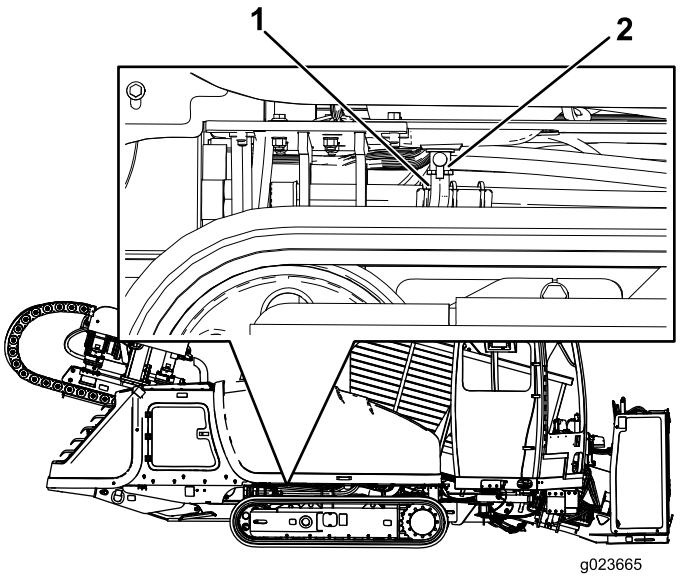

Figure 124
2. Vérifiez que le flexible de vidange (Figure 124) est bien tiré vers le haut et que son extrémité est placée dans un bac de vidange.
3. Ouvrez le robinet de vidange (Figure 124).
5. Refermez le robinet de vidange quand la vidange est terminée (Figure 124).
6. Remettez le flexible de vidange à sa position d'origine (Figure 124).